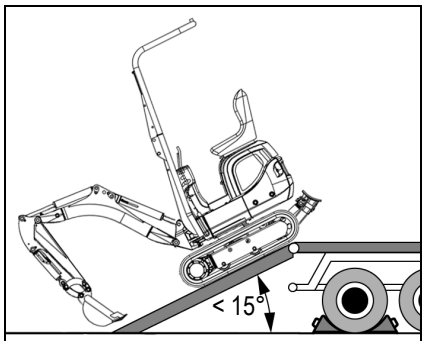

Fig. 90: Access ramps
- Rotate the upper carriage to the rear (see figure 90)